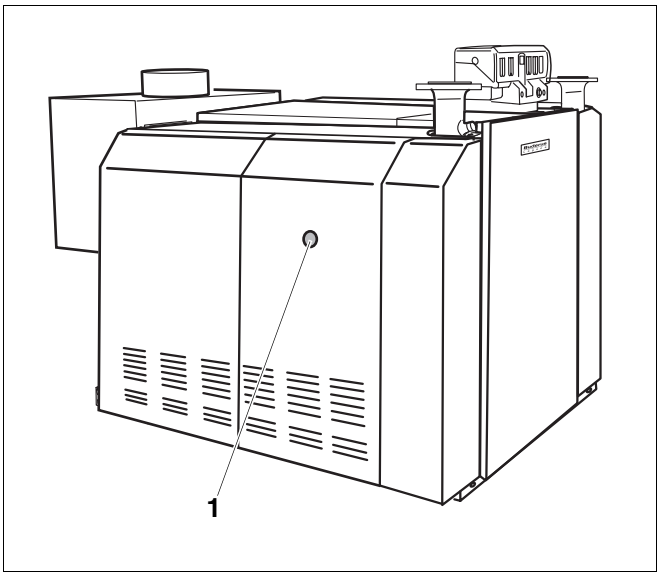

Afb. 33 Resettoets
Bij een branderstoring licht het storingslampje aan de resettoets (afb. 33, **pos. 1**) van de verwarmingsketel op.
De resettoets aan de brander kan door de opening (afb. 33, **pos. 1**) in de zijwand bediend worden. De zijwand hoeft daarvoor niet gedemonteerd te worden.
- Druk de resettoets (afb. 33, **pos. 1**) van de verwarmingsketel in.